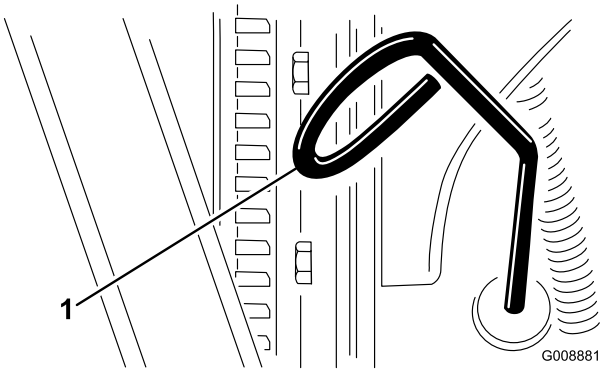

Figur 35
2. Ta ut peilestaven (Figur 35) og tørk den med en ren fille.